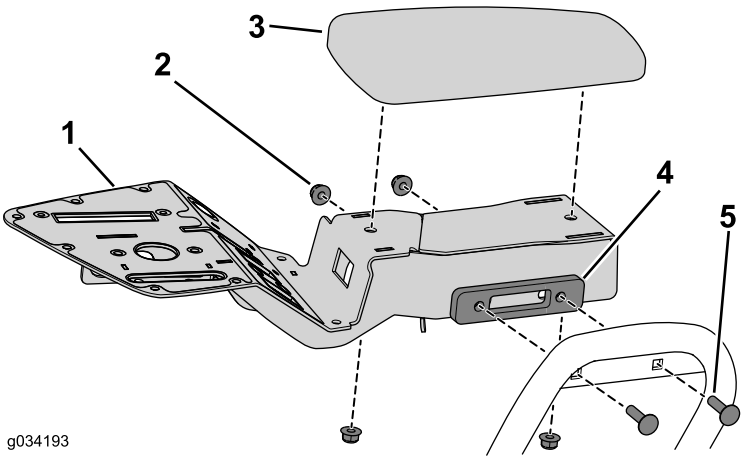

Figur 16
2. Brug de 2 bræddebolte og flangemøtrikker, du fjernede tidligere, til at fastgøre konsollens beslag (Figur 16).
3. Brug de 2 flangemøtrikker, du fjernede tidligere, til at fastgøre armlænet til konsollen (Figur 16).